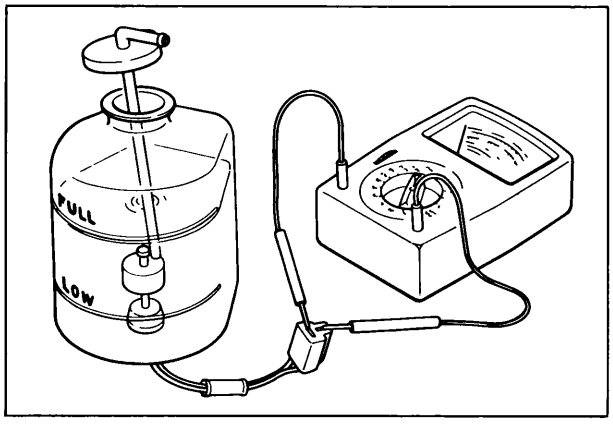

Fig. 3–14 Checking coolant level sensor
2. Connect the circuit tester to the coupler and check the continuity by moving the float up and down as shown in Fig 3–14.